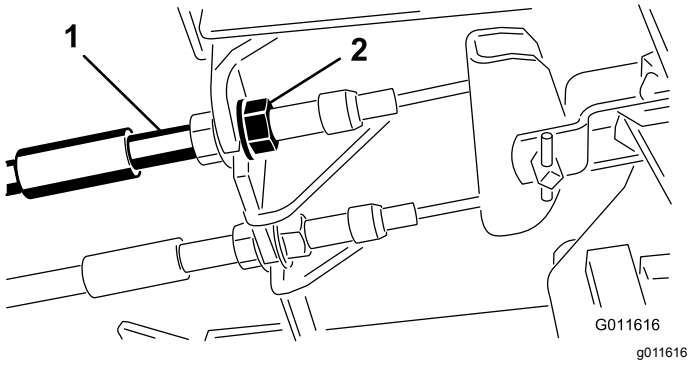

Figuur 98
1. Om de speling op de rempedalen te verkleinen, draait u de remmen vast. Draai hiervoor de voorste moer op het draadeinde van de remkabel los (Figuur 98).